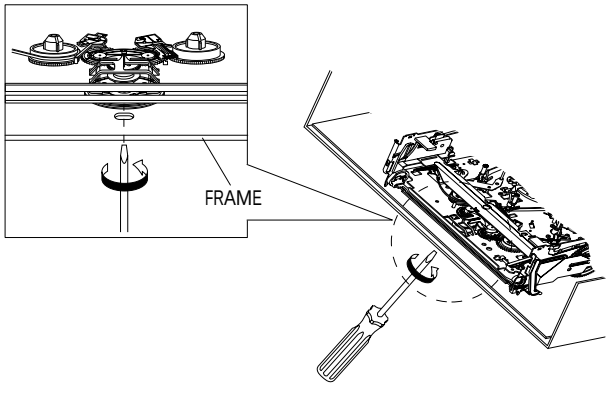

Fig. 1-34
2) When Slider S,T are approched in the position of unloading, rotate holder Clutch counterclockwise after inserting screw driver in the hole of frame's bottom in order to wind the unwinded tape. (Refer to Fig.1-34)